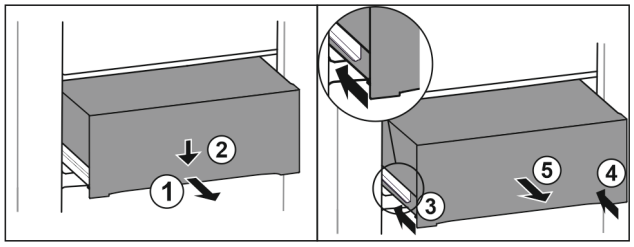

Fig. 139
▶ Pull out drawer half-way. *Fig. 139 (1)*
▶ Push the drawer down at the front. *Fig. 139 (2)*
▶ Push the left rail in by about 2 cm. *Fig. 139 (3)*
▶ Push the right rail in by about 2 cm. *Fig. 139 (4)*
▶ Remove drawer to the front. *Fig. 139 (5)*